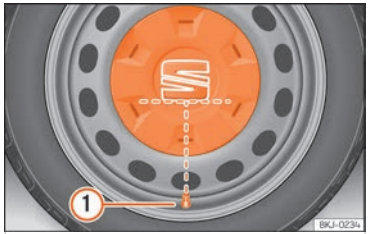

Fig. 185 Colocación correcta del embellecedor central de rueda para llantas de acero.
- Coloque sobre la llanta el embellecedor central de rueda. La parte inferior de la sigla "S" del emblema de SEAT debe coincidir con la válvula de inflado ››› fig. 185 (1).